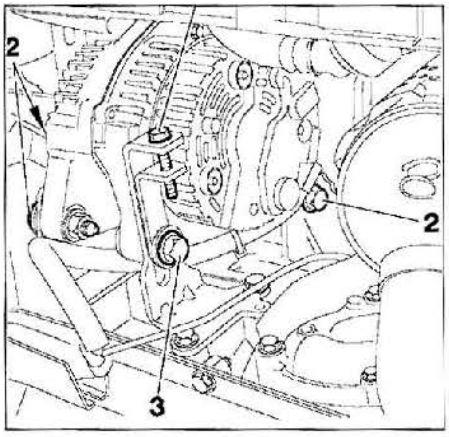

FIG. 17
• Aflojar **(fig. 17)**:
- los tornillos (2).
- el tornillo (3).
- el tornillo de tensión (1).